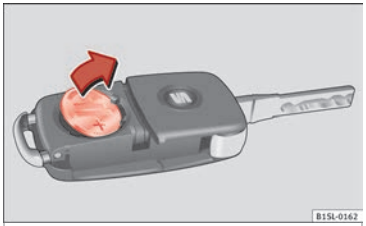

Fig. 43 Vehicle key: removing the battery
- Extract the battery from the compartment using a suitable thin object ››› **Fig. 43**.
- Place the new battery in the compartment, pressing in the direction of the arrow as shown ››› **Fig. 43** ››› ❗.